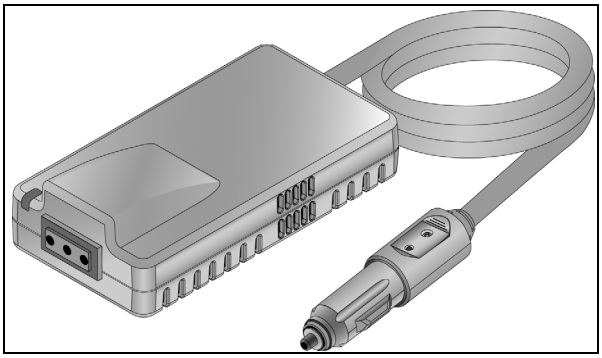

Figure 1. APC DC to AC Power Inverter
1. Plug the APC DC to AC Power Inverter's 12 volt Lighter Adapter plug (Figure 1) into the power source: